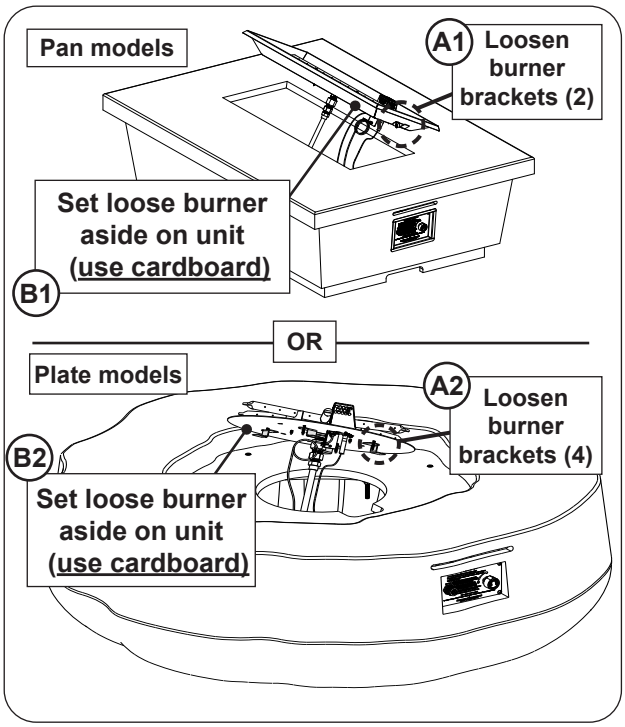

Fig. 29-3 Gain access to interior of unit
3. Use a $^{5}/_{16}$" nut driver to loosen the 2-4 screws found on the burner assembly (see Fig. 29-3, A).
4. Carefully lift out the burner just enough to set it off to the side (see Fig. 29-3, B).